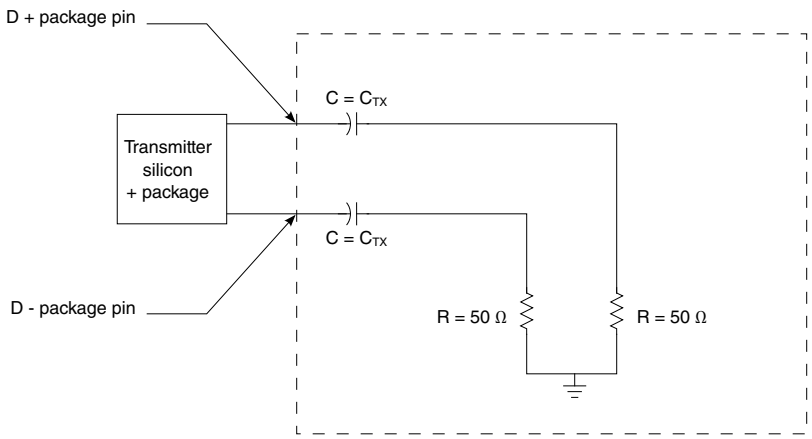
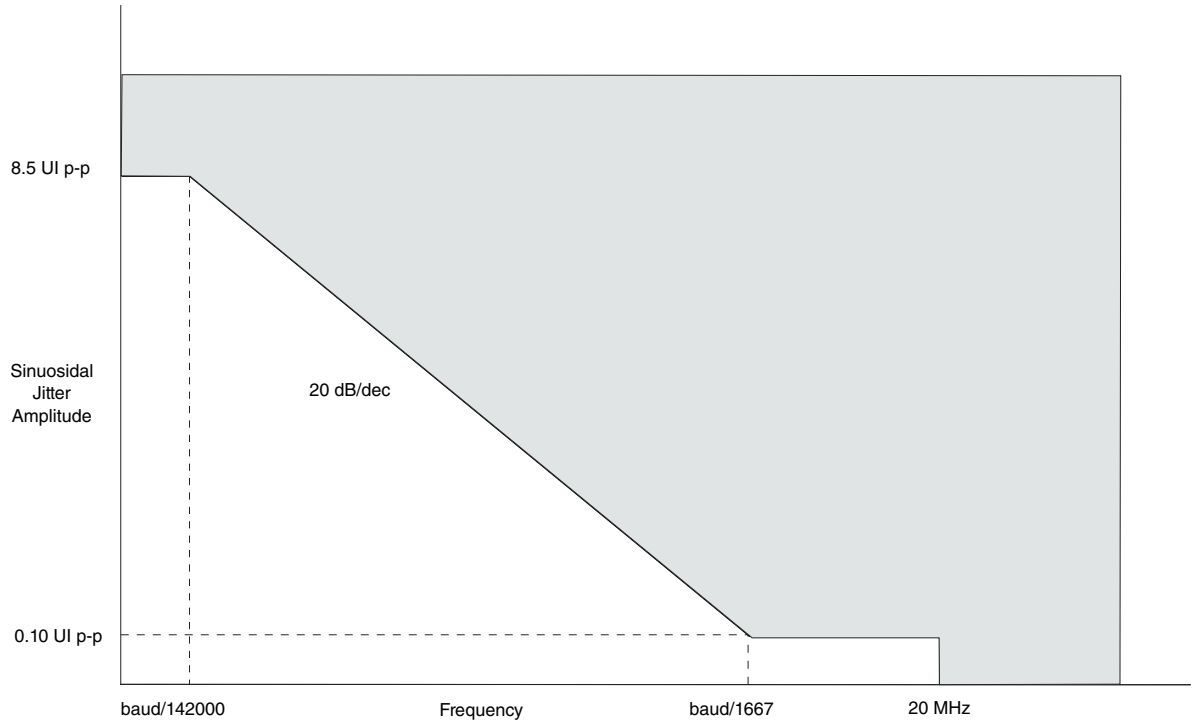

Figure 49. SGMII AC test/measurement load
Figure 50. Single-frequency sinusoidal jitter limits
1. See Figure 50. on page 154. 2. Each UI is 800 ps ± 100 ppm or 320 ps ± 100 ppm. 3. The external AC coupling capacitor is required. It is recommended that it be placed near the device transmitter output. 4. See Figure 49. on page 153.
1. Measured at receiver. 2. Total jitter is composed of three components: deterministic jitter, random jitter, and single frequency sinusoidal jitter. The sinusoidal jitter may have any amplitude and frequency in the unshaded region of the Single-frequency sinusoidal jitter limits figure shown below. The sinusoidal jitter component is included to ensure margin for low frequency jitter, wander, noise, crosstalk and other variable system effects. 3. See Figure 50. on page 154.